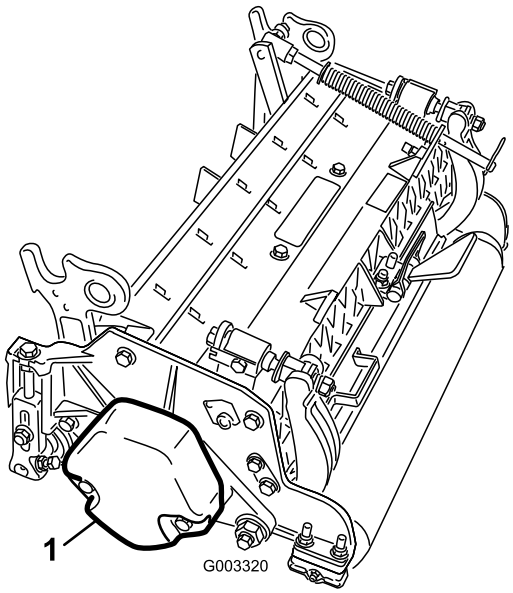

Figur 3
4. Kontrollera att motvikten (Figur 3) har monterats på rätt sida av klippenheterna i enlighet med anvisningarna i *bruksanvisningen* till klippenheterna.